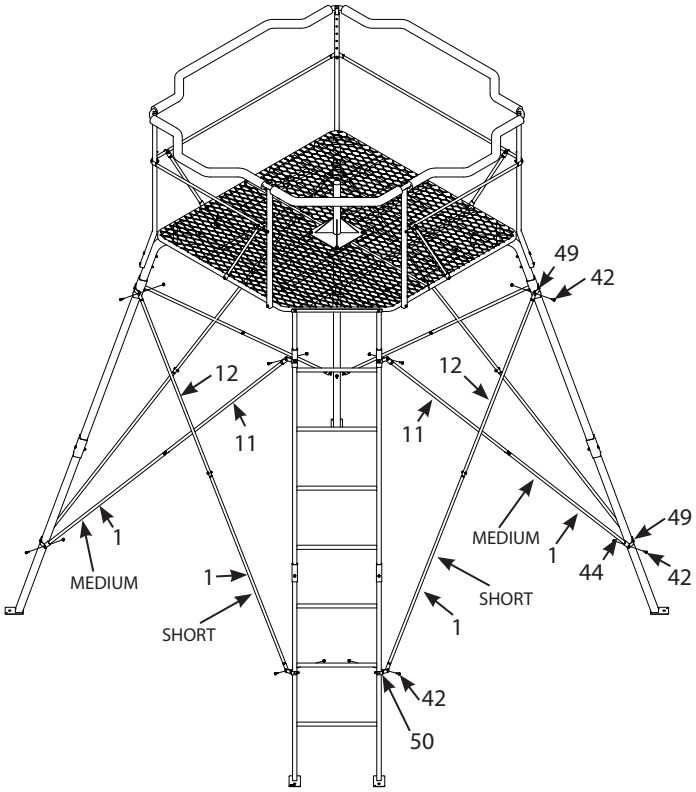

FIGURE 16
16. Attach the two medium cross brace assemblies (1, 11) and two short cross brace assemblies (1, 12) to the brace attachment brackets (49, 50) on the remaining sides of the quad pod using a 1/4-20 X 3/4 IN bolt (42) and 1/4-20 nut (44) on each end. **SEE FIGURE 16.** ***Securely tighten all loose hardware at this time.***